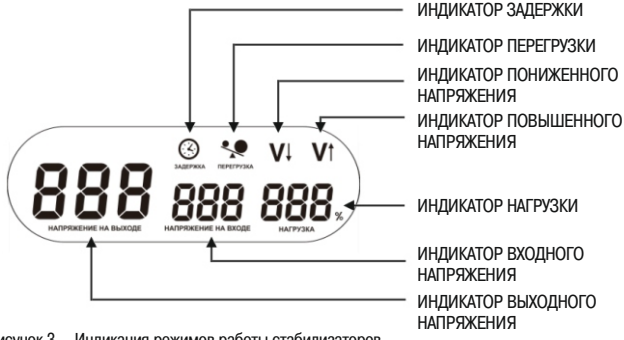

Рисунок 3 – Индикация режимов работы стабилизаторов
1.2 При изменении напряжения сети в диапазоне от 100 до 260 В стабилизаторы поддерживают уровень выходного напряжения 220 В с точностью 8 %. Функции защиты обеспечивают безопасную эксплуатацию стабилизаторов в непрерывном режиме. Стабилизатор имеет на лицевой панели многофункциональный индикатор, отображающий режимы работы, уровень загрузки стабилизатора по мощности и уровни входного и выходного напряжения и др. (рисунок 3).